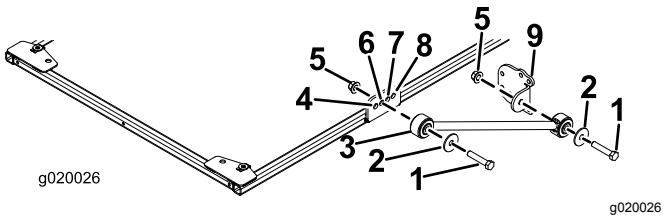

Рисунок 14
7. С каждой стороны рамы солнцезащитного навеса прикрепите, не затягивая, подпорку ко второму отверстию кронштейна подпорки с помощью болта (½ x 2½ дюйма), шайбы (½ дюйма) и фланцевой гайки (½ дюйма), как показано на Рисунок 14.
8. Прикрепите, не затягивая, кронштейн подпорки к каждой подпорке с помощью болта (½ x 2½ дюйма), шайбы (½ дюйма) и фланцевой гайки (½ дюйма), как показано на Рисунок 14.